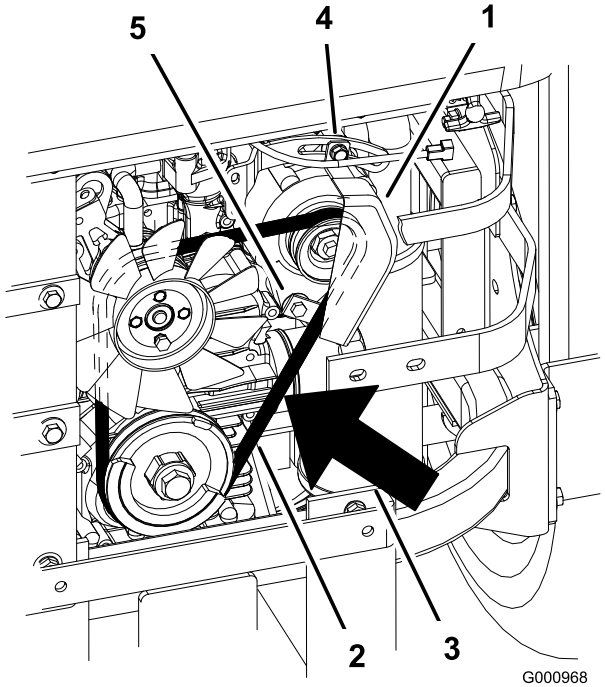

Figur 75
2. Juster generatoren til ydersiden, indtil der er 7-9 mm afbøjning i remmen mellem motoren og generatorens remskiver med en kraft på 10 kgf (Figur 75).
5. Hvis bøjningen er korrekt, skal den nederste og øverste bolt strammes (Figur 75).